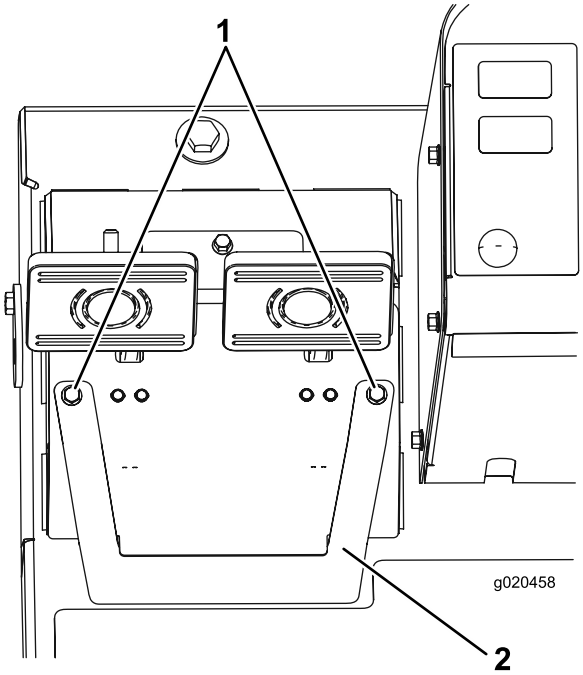

Bild 66
A. Lösen Sie die zwei Befestigungsschrauben und nehmen die Bremseinstellabdeckung ab (Bild 66).